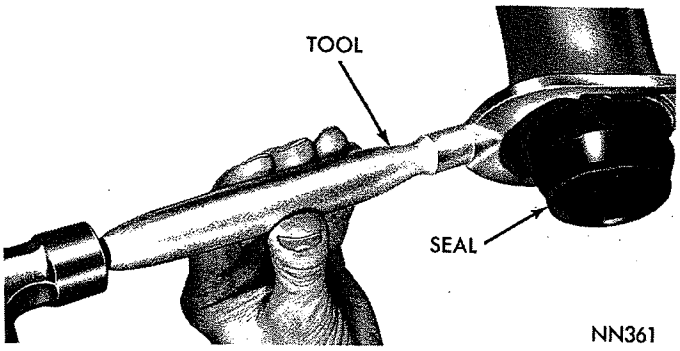

***Fig. 5—Removing Extension Housing Yoke Seal***
(1) Disconnect propeller shaft at rear universal joint. Carefully pull shaft yoke out of the transmission extension housing.
(2) Remove the extension housing yoke seal (Fig. 5) with Tool C-3994 or C-3985.